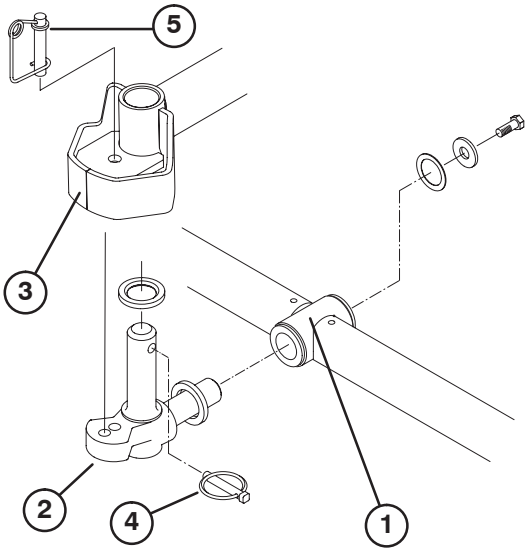

Figura 8
6. Introduzca una arandela de empuje en el eje horizontal del pivote tal y como muestra la Figura 8.